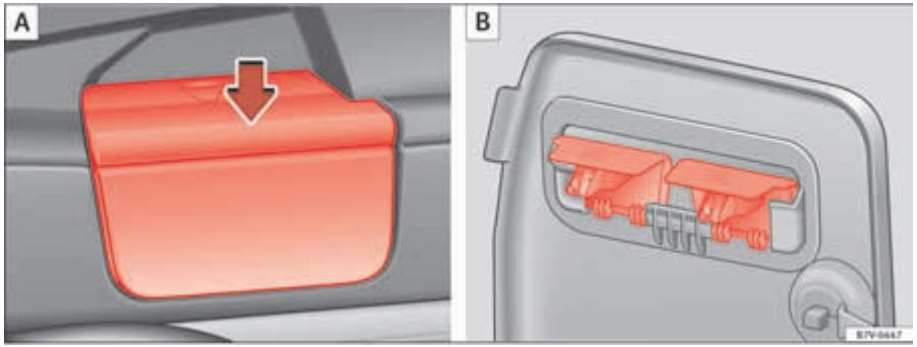

Fig. 98 Remove the cover supports (A) then put them away safely (B).
- Remove the shelf from the support in the side lining ⇒ page 150, fig. 98 (A). To do this, press the shelf upwards (arrow) and remove it.
- Open the compartment in the left-hand side rear lining ⇒ page 162 and hook the shelf to the rear of the luggage compartment cover ⇒ page 150, fig. 98 (B).